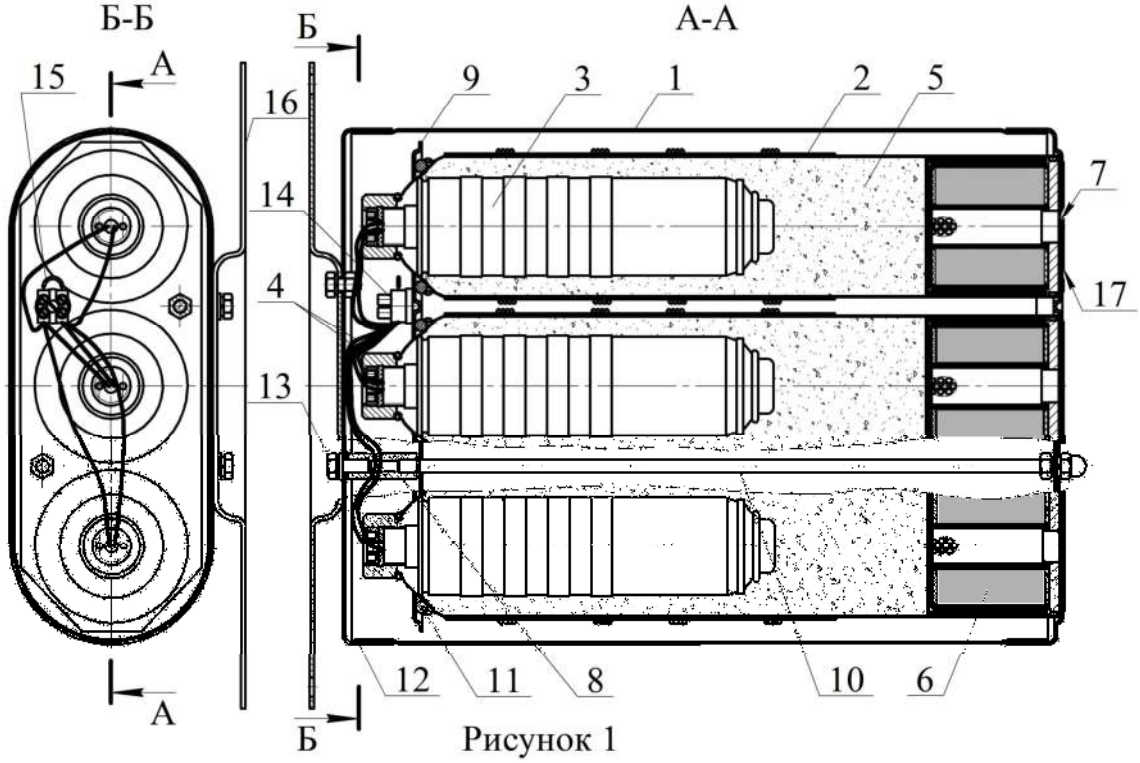

Рисунок 1
4.1.1 ГГПТ (см. рисунок 1) состоит из корпуса **1**, в котором размещены три сменных картриджа **2**, содержащих газогенерирующий элемент **3** с элементом электропусковым **4**. Свободный объем корпуса картриджей **2** заполнен таблетками охладителя **5**. Для очистки огнетушащего газового вещества от механических примесей в каждом картридже установлен фильтр-сепаратор **6**. Выходное отверстие фильтра-сепаратора заглушено самоклеющейся пленкой ПВХ **7**. В верхней части корпуса **1** картриджи при помощи гаек **8** поджаты крышкой **9**. Соединение корпуса **1** с крышкой **9** производится шпильками **10**. Для компенсации воздействия вибрации между картриджами **2** и крышкой **9** установлены резиновые кольца **11.** Сверху ГГПТ закрыт крышкой **12**, которая закреплена болтами **13**, соединенными с гайками **8**. Оголенные концы проводов элементов электропусковых **4**, скрученных по одному проводу от каждого картриджа в две группы и залужён-
6.1 Извлечь ГГПТ из упаковки, произвести визуальный осмотр целостности корпуса. Снять крышку **11** (см. рисунок 1), открутив болты **12**. Проверить качество крепления оголенных концов проводов элементов электропусковых **4** в соединительной коробке **14**.
- снять с несущей поверхности ГГПТ с кронштейном **16** (см. рисунок 1), снять с ГГПТ крышку **12**, отсоединить пусковой кабель и перенести генератор в комнату сборки;